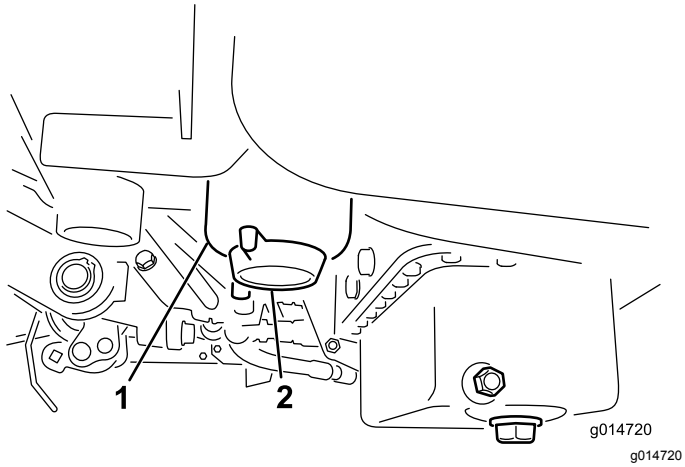

Rysunek 43
2. Oczyść obszar wokół miejsca zamontowania filtra (Rysunek 43).
4. Odkręć korek spustowy filtra (Rysunek 43).